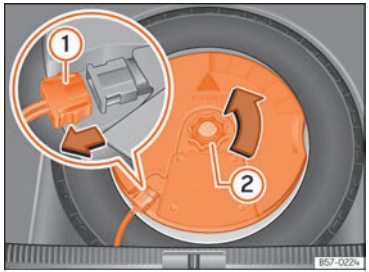

Fig. 222 In the boot: remove the subwoofer.
- Disconnect the subwoofer's speaker cable ››› Fig. 222 ①.
- Turn the securing wheel anti-clockwise ››› Fig. 222 ②.